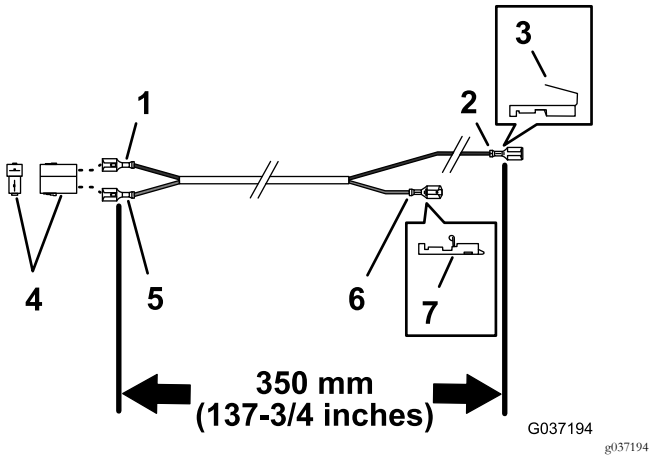

Bild 25
1. Ermitteln Sie den Kabelbaum (350 cm) (ohne Kabelbaum), wie in Bild 25 abgebildet.